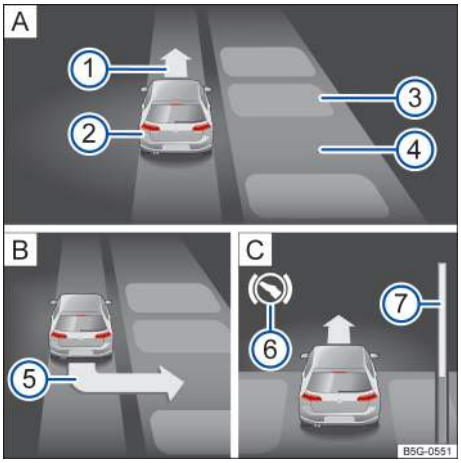

Fig. 121 In the instrument cluster display: Parking perpendicular to the road.
- Drive into the parking space when the prompt to park appears → fig. 121 ⑤.
When the prompt to park appears → fig. 121 (5), select a different parking mode by pressing the P button → fig. 119 again. After all relevant parking modes have been displayed, Park Assist switches off automatically. The originally recommended parking mode is displayed again if you press the P button → fig. 119 another time.
Key to fig. 121: